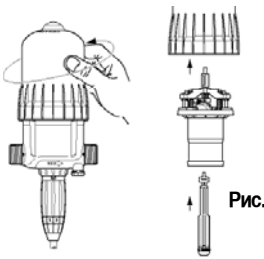

Рис. 16
- Отвинтите кожух вручную (Рис. 16) и снимите его.